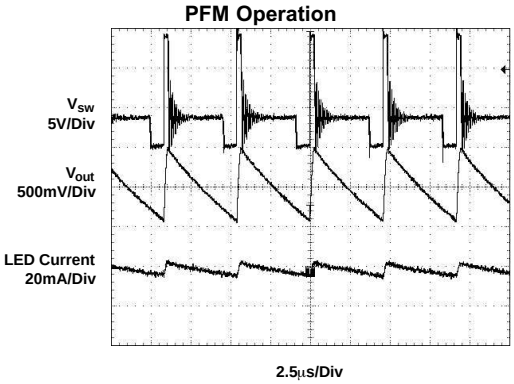
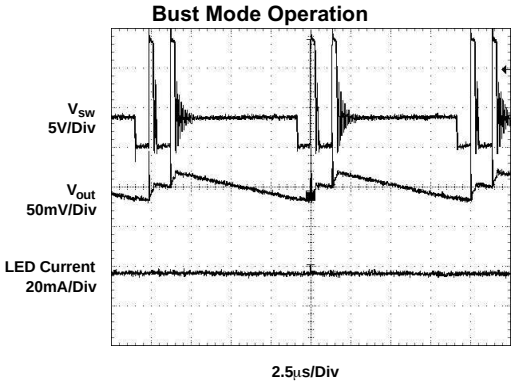

Figure 13
Figure 14
If the converter can support the desired LED current, the next step is to calculate the converter switching frequency at the operation point, which must be ≤1 MHz. Also the converter switching frequency should be much higher than the applied PWM frequency at the CTRL pin to avoid non-linear brightness control. Assuming the converter shows no double pulses or pulse bursts (Figure 13, Figure 14) on the switch node (SW) the switching frequency at the operation point can be calculated as:
Assuming the converter does not show double pulses or pulse bursts on the switch node (SW), the output voltage ripple is calculated as (see Figure 13, Figure 14):